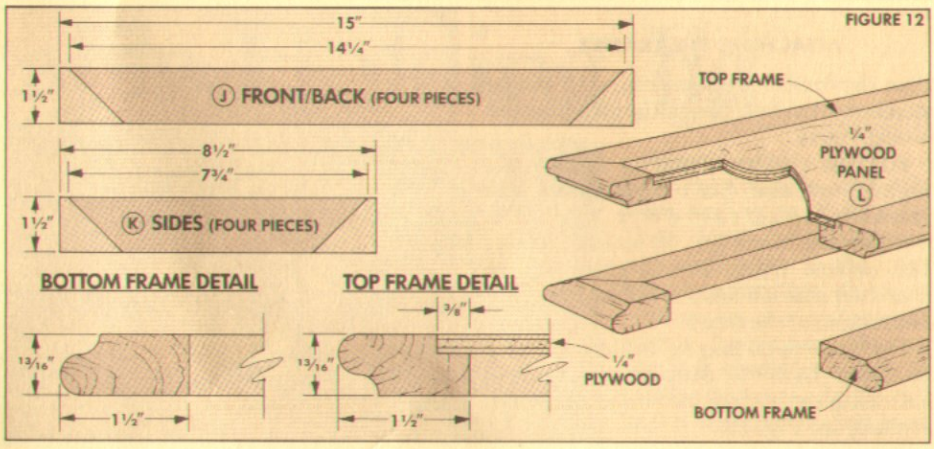

FIGURE 12
CUTTING TO ROUGH SIZE. Start by ripping all eight frame pieces from 4/4 (13/16" thick) stock to a final width of 1½". Then cut the four front/backs (J) to a rough length of 15" and the four sides (K) to a rough length of 8½", see Fig. 12.
RABBET THE TOP FRAME. After the frame pieces are cut to rough size, cut a ⅜"-wide rabbet in the four top frame pieces to accept the ¼" plywood top panel (L), see Top Frame Detail in Fig. 12.
MITER TO LENGTH. Now the frame pieces can be cut to final length. Measure the length and depth of the box and cut miters on the ends of the frame pieces so the finished point-to-point lengths are 1¼" longer than the box, see Fig. 12. (This allows a ⅝" overhang on each side.) In my case this made the front/backs 14¼" long and the sides 7¾" long.